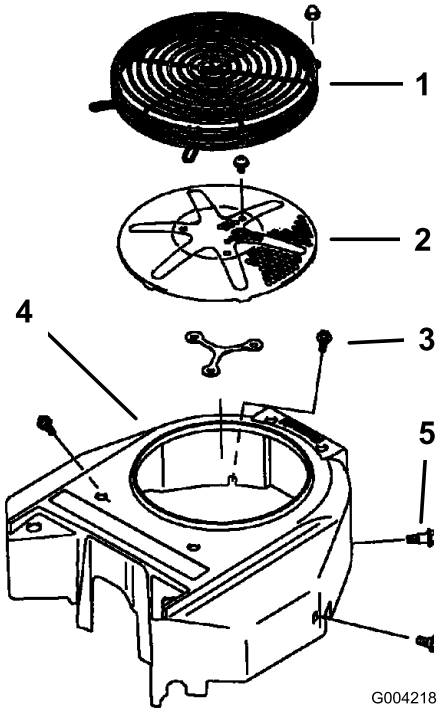

Figur 62
3. Fjern luftinntaksskjermen og viftehuset (Figur 62).
5. Monter luftinntaksskjerm, tilbakespolingsstarter og viftehus (Figur 62).